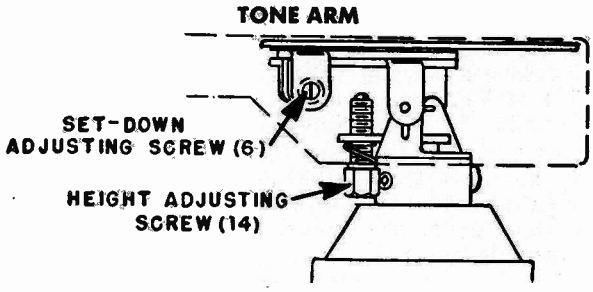
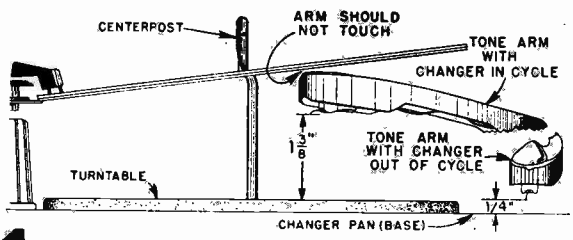

Figure 5. Set-Down and Height Adjustments.
Figure 6. Checking Tone Arm Height.
Adjustment of the set-down point, is made by adjusting the set-down adjusting screw (6). See Figure 5. **The tone arm will automatically set-**
This record changer is so designed that the tone arm will clear the bottom record of a stack to be played if the needle is ¼" above the changer pan when the changer is not in change cycle and 1⅜" above the turntable during change cycle. See Figure 6. With proper tone arm height setting, the tone arm will lift high enough during change cycle to clear a complete stack of records of any type on the turntable. This stack may consist of as many records as specified on page 1. Make this adjustment by placing the size and speed selector knob (26) in the "78-10" position, check the distance between the needle and the changer pan with the changer out of change cycle. If the needle is more than ¼" above the pan, turn the lift adjustment screw (14, Figure 5) counterclockwise; if less, turn clockwise.